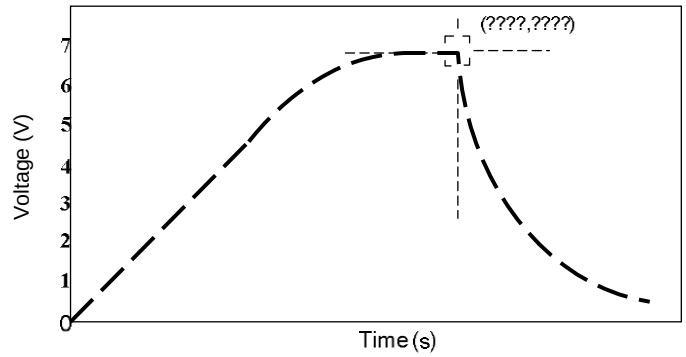

Figure 3
5) Use the Smart Tool in DataStudio to find the corner at the peak of the discharge curve as shown in Figure 3. This will give the precise time that the discharge began T_o as well as the maximum voltage for this capacitor V_{max} in the form (T_o , V_{max}). Record your measured values for T_o and V_{max} in the space below.